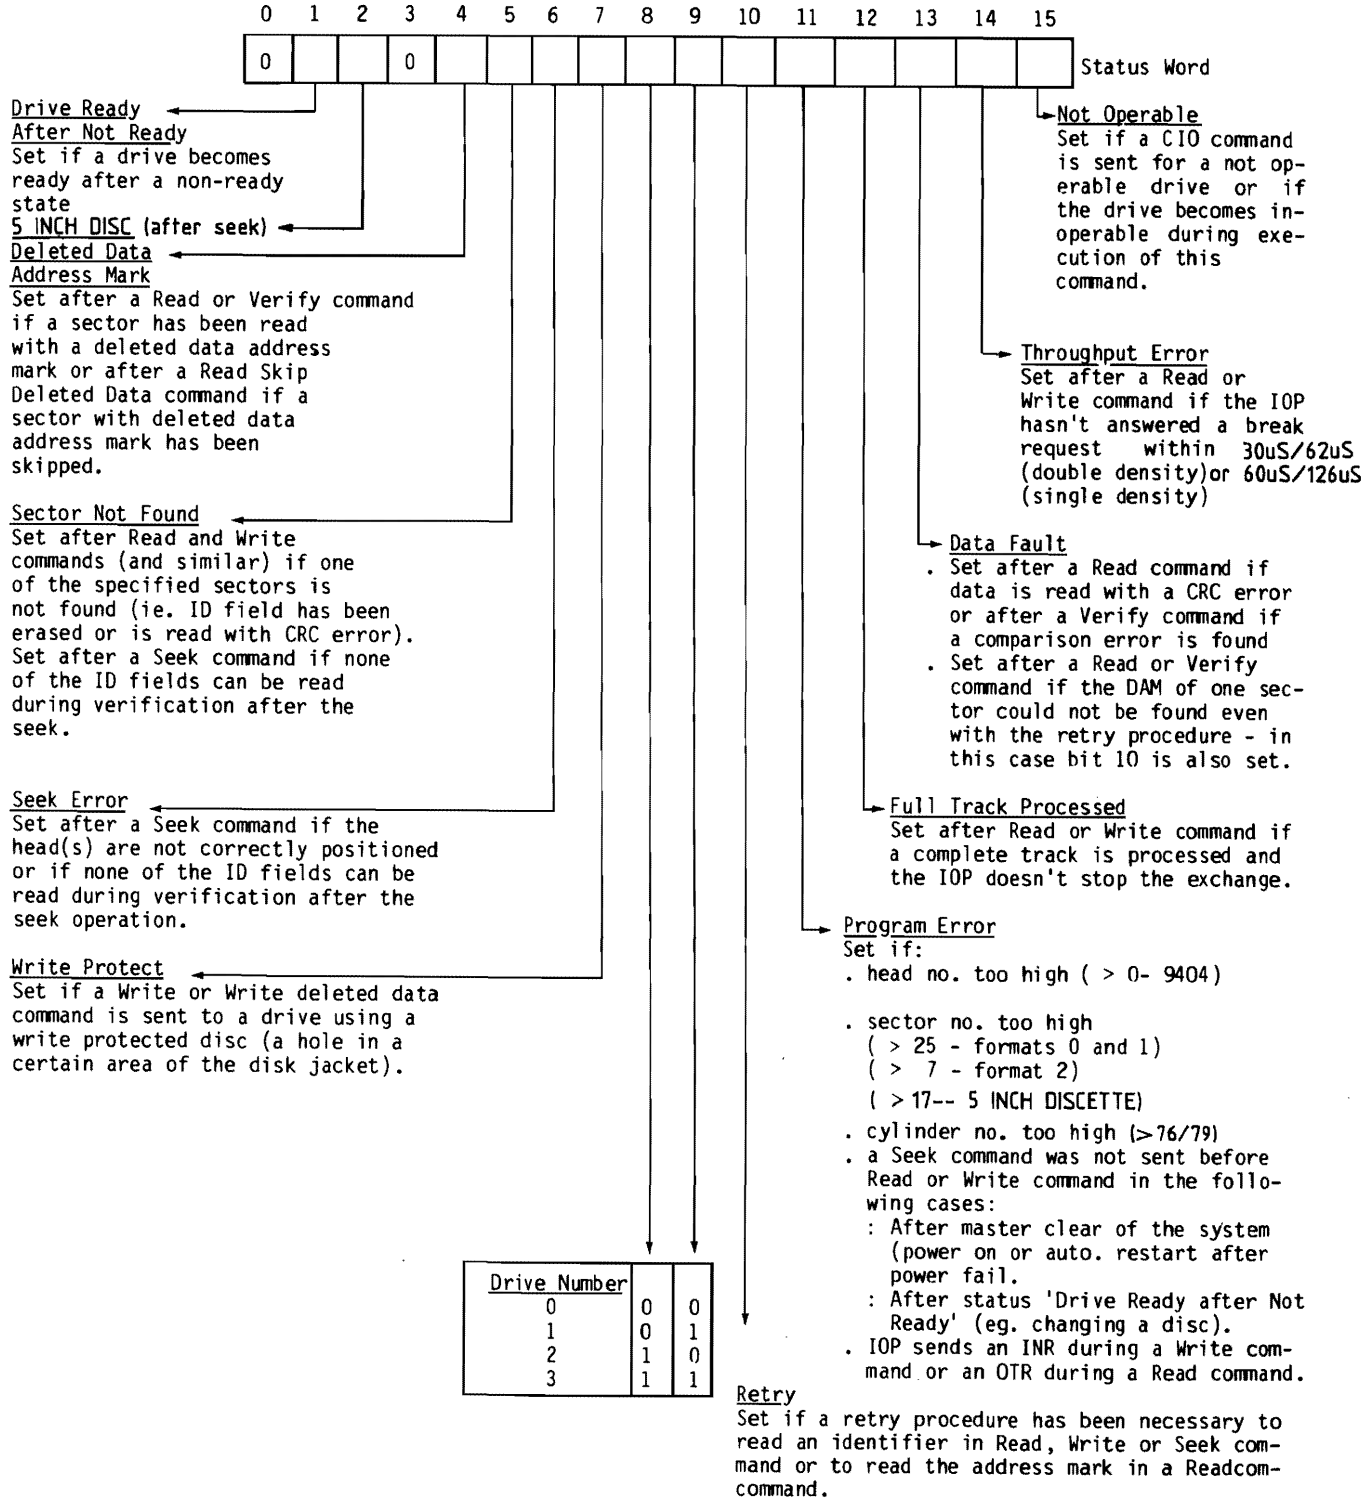

Figure 2.12 EXPLANATION OF STATUS WORD
1) The status word is loaded onto the BIO lines of the bus. (See figure 2.12 for an explanation of the status word).